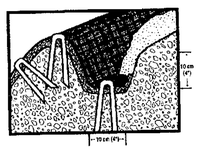

Figure 3: Longitudinal Anchor Trench (Channels)
- Cut longitudinal channel anchor slots 10 cm (4") deep and 10 cm (4") wide along both sides of the installation to bury edges of Pyramat® (Figure 3). Wherever possible, extend mat 60-90 cm (2'-3') above crest of channel side slopes.
- Place outer edge of Pyramat on previously excavated longitudinal slots, anchor using prescribed staple pattern, backfill and compact soil (Figure 3).